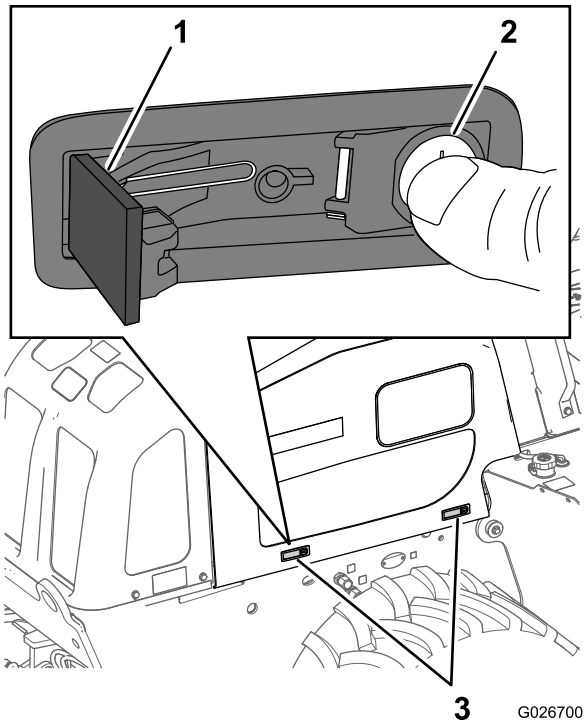

Rysunek 59
3. Naciśnij przycisk każdego zatrzasku — część zatrzasku razem z zamkiem bębenkowym (Rysunek 59).
4. Zamocuj zatrzask, dociskając dźwignię zaczepu (Rysunek 59).